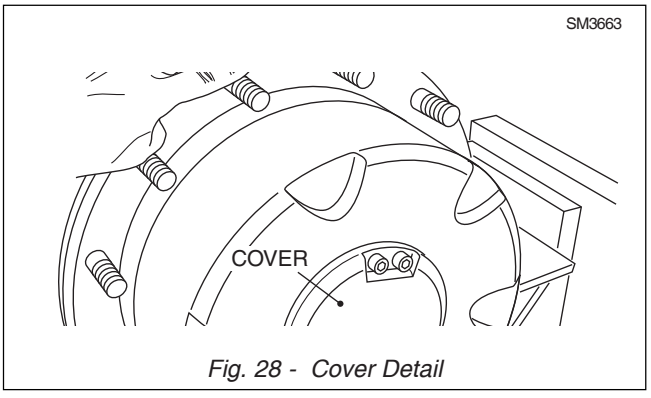

Fig. 28 - Cover Detail
29. Assemble constituent elements of the carrier (6). Ensure o-ring (14) is fitted prior to planet gears (11), washers (10), pins (13) and bearings (12).
30. Secure elements with planet carrier (15), washers (17) and bolts (18).
31. Locate cover (2) onto planet carrier (6) and secure with bolts (1). Torque bolts (1) to 67Nm (49 lbf ft) Refer to Fig. 28.
34. Observe that recesses on outer diameters of carrier (6) and wheel hub (26) are lined up correctly. Refer to Fig. 28.
35. Using suitable lifting device (15503032), secure planetary assemblies to the axle housing (63) with washers (42) and bolts (55). Torque bolts (55) to 290 Nm (213lb-ft).